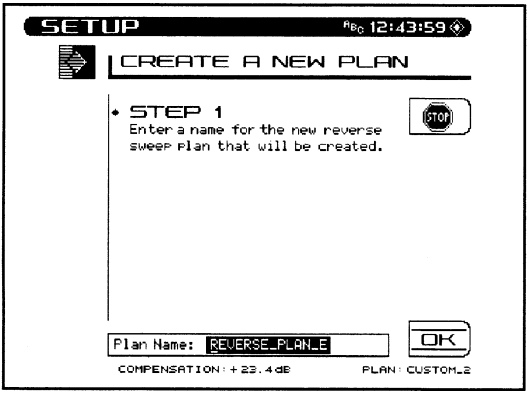

Fig. 14-14 Creating a New Reverse Sweep Plan, Step 1
1. To access your reverse sweep plans, select the *Reverse Sweep Plans* option and press the **ENTER** key. At the REVERSE SWEEP PLANS menu, press the ***New*** soft key. The CREATE A NEW PLAN menu will appear (see Figure 14-14). Enter a name for the plan using the alphanumeric keys and press the **Enter** key. Then press the ***OK*** soft key to continue.